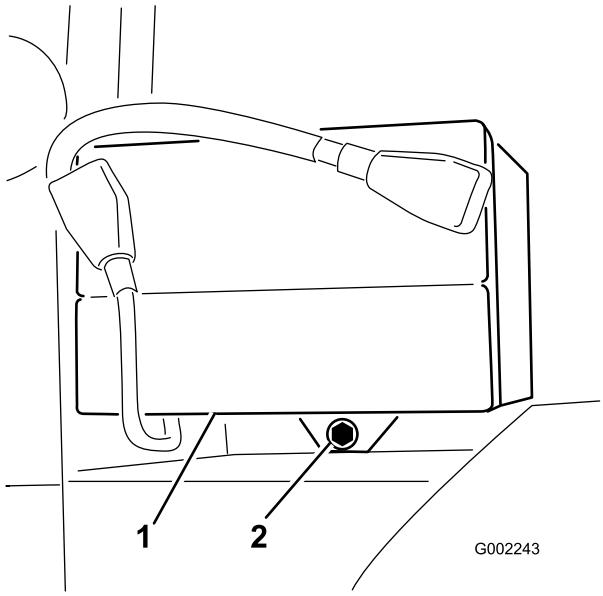

Figur 45
2. Fjern batteriholderen og fastgørelsesenhederne (Figur 45).
3. Monter batteriholderen, og fastgør den med de tre bolte, der tidligere blev fjernet (Figur 45).